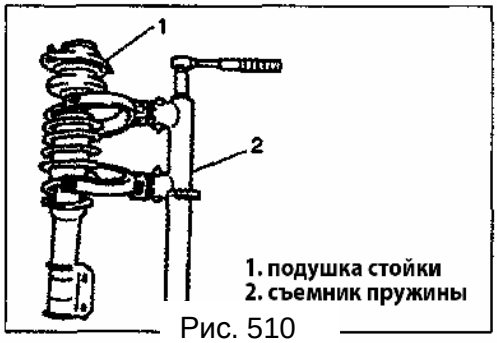

Рис. 510
8) Снимите стойку в сборе (Рис. 510).
1) При помощи съемника пружин, сожмите пружину до тех пор, пока не освободится седло пружины (Рис. 510).